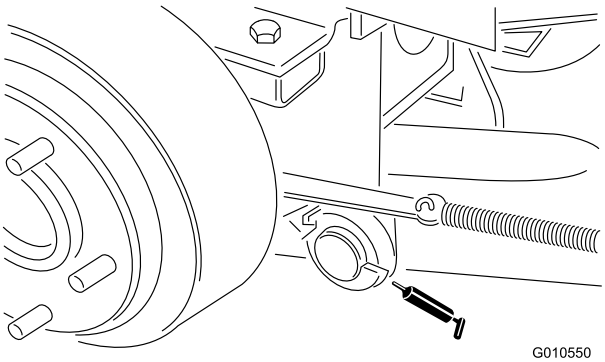

Figura 16
- Perni girevoli del braccio di sollevamento destro e sinistro (Figura 16)